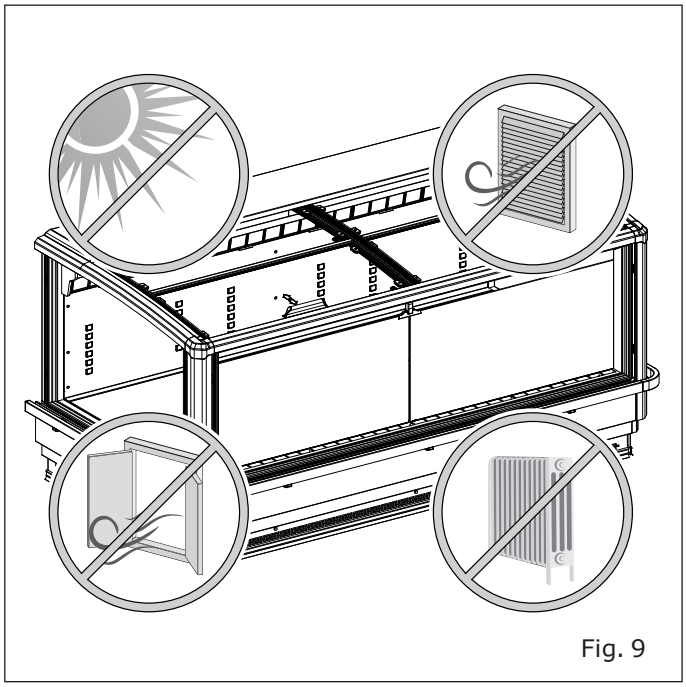

Fig. 9
- Longe de fontes de calor, da radiação direta do sol, de portas, janelas, ventiladores e bocas de ventilação ("Fig. 9").